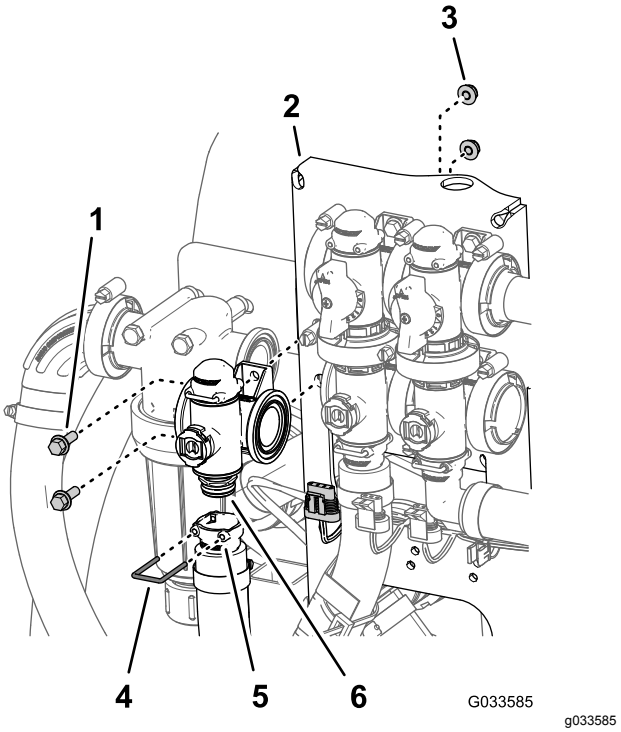

Figur 114
2. Ta bort hållaren som fäster utloppskopplingen vid sprutmängdsventilens grenrörskoppling (Figur 114).
3. Ta bort de två flänsskruvar (¼ x ¾ tum) och två flänslåsmuttrar (¼ tum) som fäster sprutmängdsventilen vid ventilmonteringen, och ta sedan bort ventilgrenröret från maskinen (Figur 114).